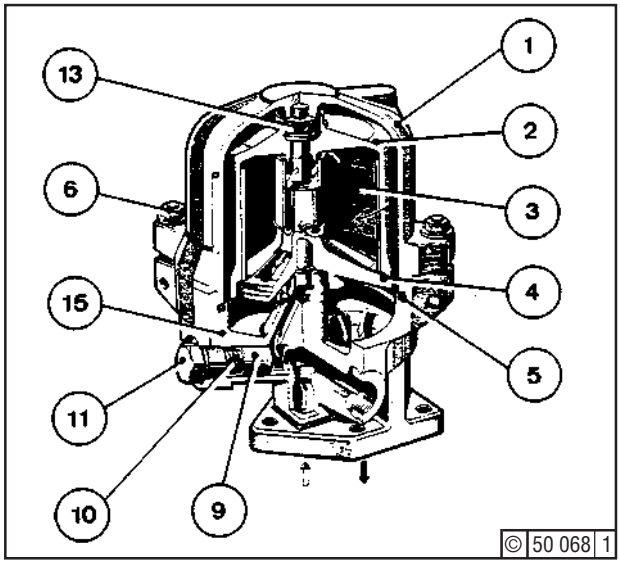
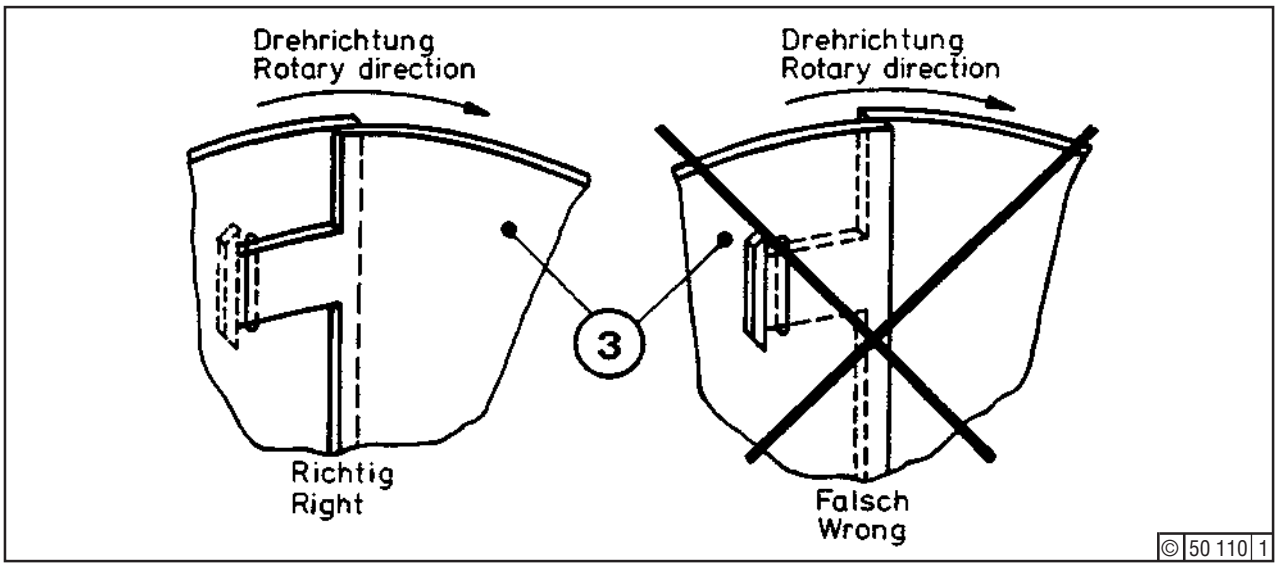

Fig. 1
Fig. 2
Stop engine or close feed line. Remove screw plug (11) - Fig. 1 - together with sealing ring. Take out valve (9) and spring (10). Collect oil in a container. Unscrew nuts (6) and fold down studs. Remove cover (1). Lift rotor (2) carefully out of body lower part. Clamp rotor base at flats in vice. Now loosen fastening nut (13) in rotor upper part with socket wrench.
Install valve (9) complete with spring (10), and screw plug (11) together with sealing ring. Fit new lining (3) Fig. 2. Push rotor upper part carefully over rotor lower part, paying attention to the fixing location of both parts. Tighten fastening nut (13) - Fig. 1. Placeassembled rotor in body and check for smooth running. Mount cover (1) without using force, and tighten nuts (6).